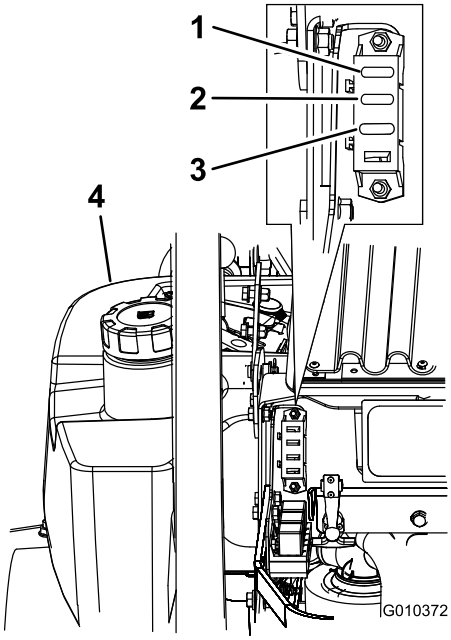

Figur 53
1. Hev motorpanseret for å få tilgang til sikringsholderen (Figur 53).
3. Sett inn en ny sikring (Figur 53).